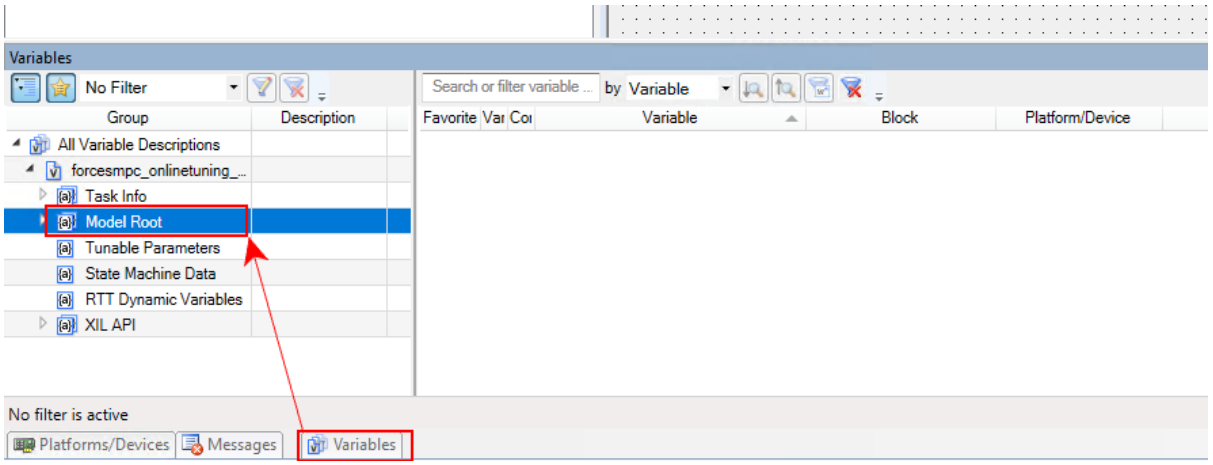

Figure 4.15: Find the model root in the variables tab
11) On the project layout select the tab `Variables` and on the `forcesmpc_onlinetuning_dSpace_MicroAutoBoxII` category expand `Model Root` (see Figure 4.15).